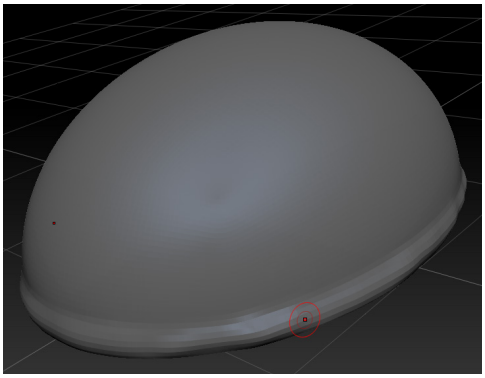

Figure 3-60 *Depth added to the lower part of the turtle shell using the **Standard** brush*
11. Press and hold the left mouse button and drag the cursor on the lower part of the *turtle shell*; the depth is added to the lower part of the shell, as shown in Figure 3-60.